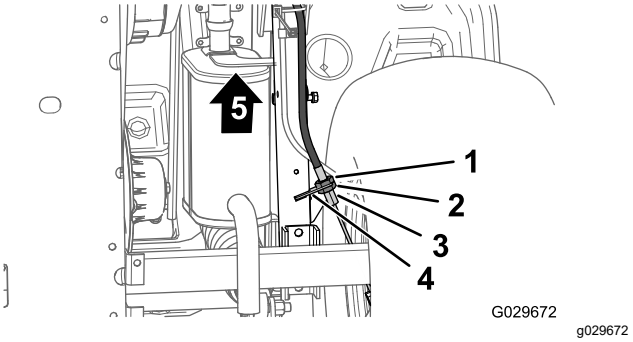

Figur 57
3. Lossa den bakre kontramuttern för den gängade justeraren till parkeringsbromskabeln som sitter längst ner på maskinen genom att vrida på den fyra varv (Figur 57).
4. Dra åt den främre kontramuttern (Figur 57).
A. Lossa den främre kontramuttern (Figur 57) för den gängade justeraren till parkeringsbromskabeln genom att vrida på den ett varv.
B. Dra åt den bakre kontramuttern (Figur 57).
A. Lossa den bakre kontramuttern (Figur 57) för den gängade justeraren till parkeringsbromskabeln genom att vrida på den ett varv.
B. Dra åt den främre kontramuttern (Figur 57).